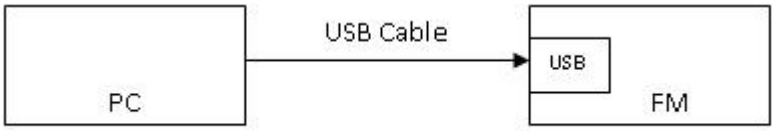

Figure 68 Connect FMB640 to PC and configure
When FMB640 is connected to CAN adapter (Figure 68), wait 10s (Note, that car engine must be started), disconnect adapter from FMB640, and connect PC USB cable to FMB640 Device, It is very important not to disconnect FMB640 from power source during this operation, because if FMB640 is reconnected all received CAN bus data will be lost. FMB640 remembers
1. In car, connect LV-CAN200 or ALL-CAN300 to CAN bus and to the FMB640 device (Figure 68) wait 10 seconds. Note, that car engine must be started.